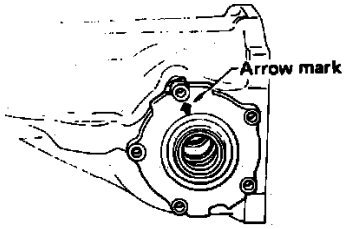

Fig. 14 Side Bearing Retainer Position
e. Install selected shim and O-ring on side retainer, then install retainer on carrier with arrow on retainer facing as shown in **Fig. 14. Torque** to 7-9 ft. lbs.